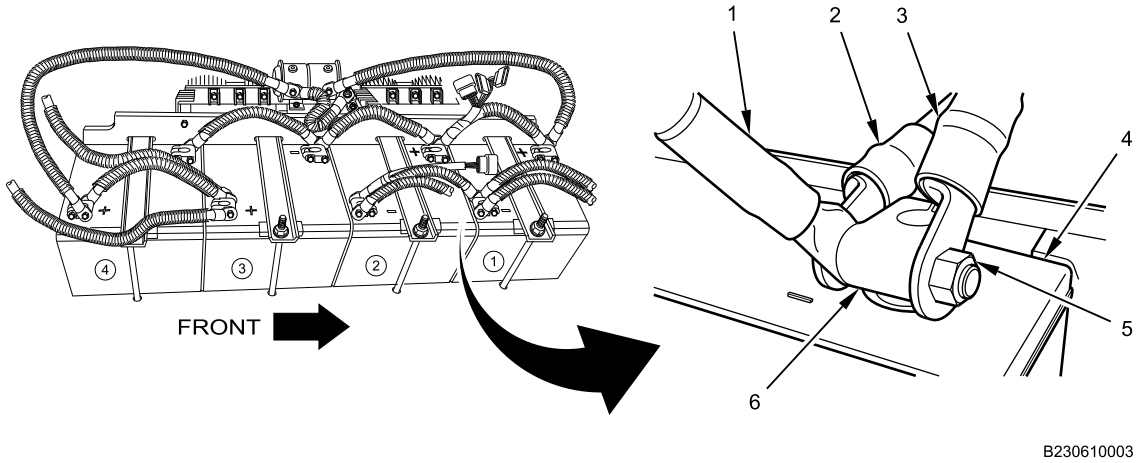

Figure 4. Battery 1 Ground Connections.
8. Remove nut (Figure 4, Item 5) from terminal bolt on negative stud adapter clamp (Figure 4, Item 6) of battery 1 (Figure 4, Item 4).
9. Remove starter motor ground cable terminal (Figure 4, Item 2) from terminal bolt on battery 1 negative stud adapter clamp (Figure 4, Item 6).
10. Wrap loose end of starter motor ground cable terminal (Figure 4, Item 2) with electrical tape to prevent energizing circuit.
11. Remove terminal bolt, body ground cable terminal (Figure 4, Item 3), and clean-ground cable terminal (Figure 4, Item 1) from battery 1 negative stud adapter clamp (Figure 4, Item 6).
12. Wrap loose end of body ground cable terminal (Figure 4, Item 3) with electrical tape to prevent energizing circuit.